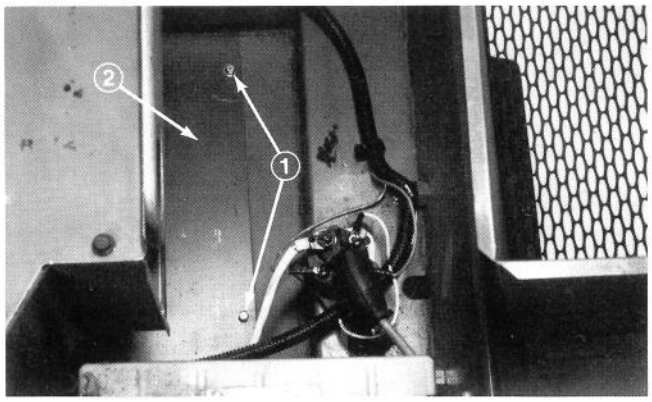

Figure 8
9. Lift engine hood. Lower engine grass shield in place (Fig. 8).